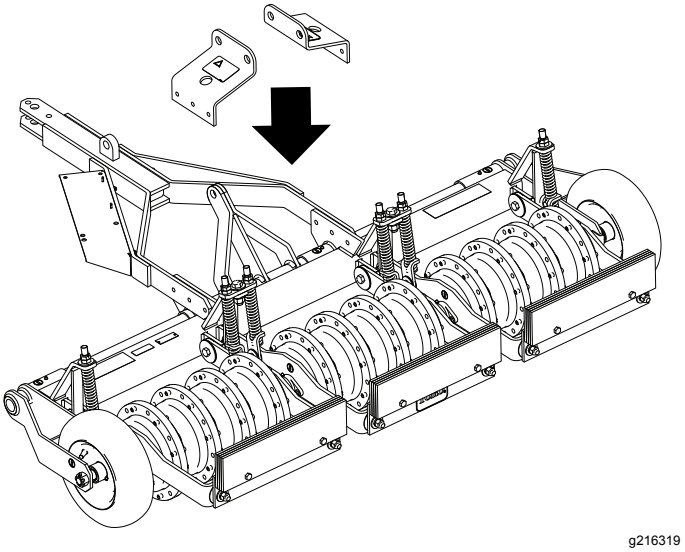

**Figur 5**
3. Rett inn brakettene på luftemaskinen, som vist i Figur 5.